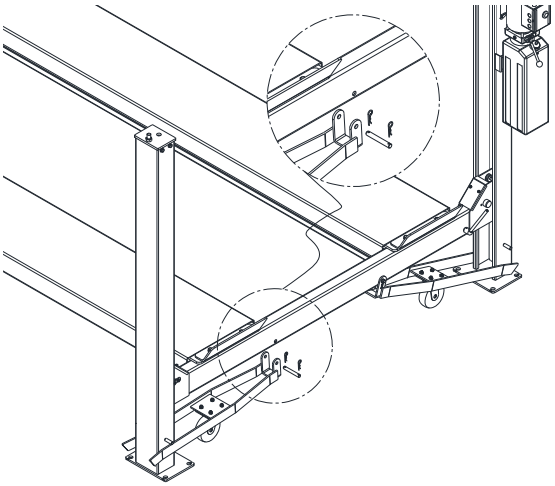

Fig 27 – Mobility Kit
1) This set of four casters, when attached to the cross beams of an unloaded lift, **Fig 27**, pick the lift up and allow it to be rolled to a different location.